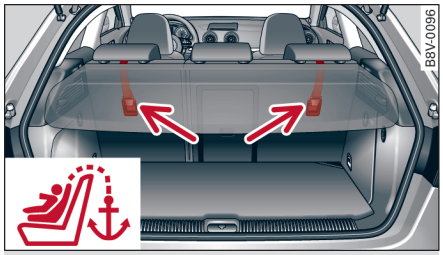

图 157 A3 Sportback 后座椅：带 Top Tether 上部固定带的固定座
▶ 适用于 A3 Sportback：将固定带挂到上部固定带的固定座中 ⇨ *图 157*。